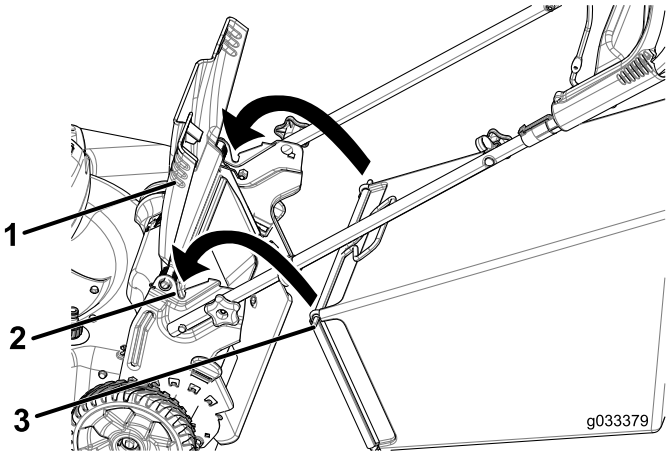

Figura 21
1. Faça subir e mantenha elevado o defletor traseiro (Figura 21).
2. Coloque o saco da relva. Garanta que os pinos no saco encaixam nos entalhes na pega (Figura 21).